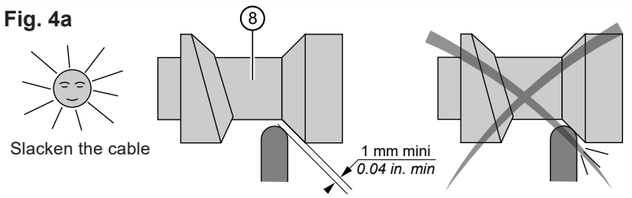

Fig. 4b
- Fig.4b: anticipation of a rise in temperature